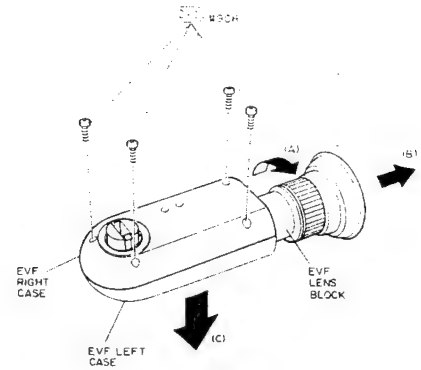

Fig. 2-121
1) Turn the EVF lens block in the direction of arrow (A). (See Fig. 2-121)
2) Remove the EVF lens block in the direction of arrow (B).
1) Remove four (4) screws holding the EVF left and EVF right cases. (See Fig. 2-121)
2) Remove the EVF left case from the EVF block in the direction of arrow (C).